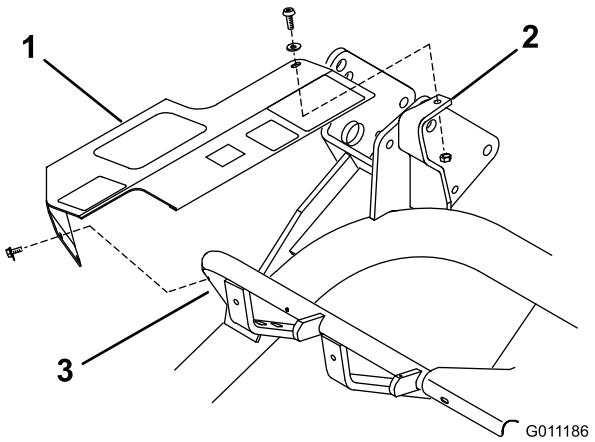

Figur 7
1. Passa in monteringshålen i kåpan med hålen i ramröret och monteringsfästet (Figur 7).
2. Fäst kåpans bakre del löst vid monteringsfästets övre del med hjälp av en insexskruv (1/4 x 3/4 tum), bricka (1/4 tum) och en låsmutter (1/4 tum) (Figur 7).
3. Fäst kåpans främre del löst vid ramröret med två självgängande skruvar (Figur 7). Dra åt alla monteringsfästdonen på kåpan.